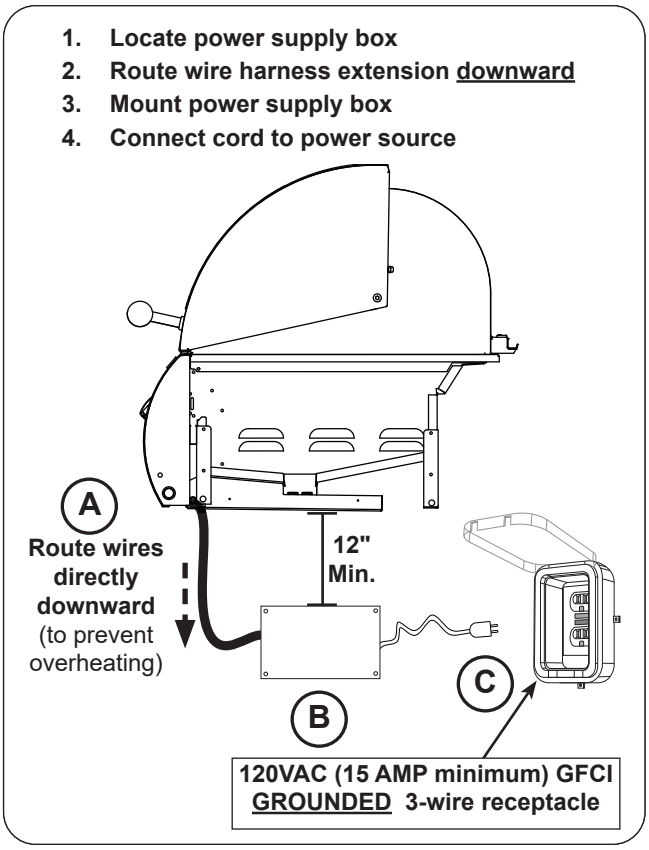

Fig. 26-1 Electrical installation
1. Route the wire harness extension below the control panel and directly downward. This will prevent overheating. **DO NOT** route the wire extension below the grill. See Fig. 26-1, A.
2. Mount the power supply box to the inside of the enclosure using appropriate hardware for your enclosure. It MUST be located at least 12 inches below the bottom of the unit. See Fig. 26-1, B.
3. Connect the cord coming from the power supply to a **120VAC (15 AMP minimum) GFCI GROUNDED 3-wire receptacle** (see Fig. 26-1, C). The GFCI receptacle must be a WEATHER-PROOF IN-USE COVERED RECEPTACLE.